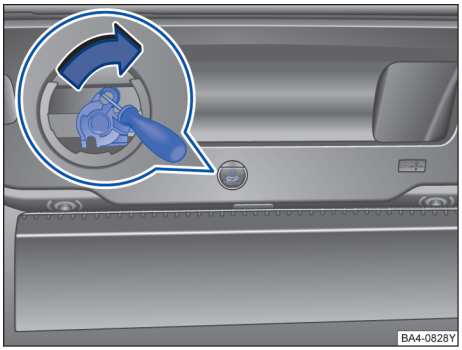

图 65 行李厢盖应急解锁
– 取下行李厢盖内衬上的圆形盖板→ 图 65。
– 沿箭头方向按压解锁拨杆→ 图 65。行李厢盖随即解锁。